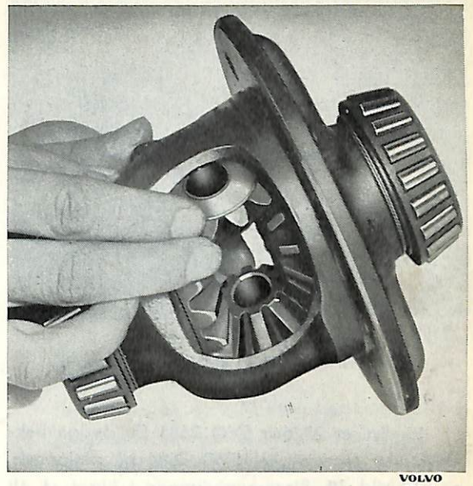

Bild 37. Montering av differentialhjul
1. Lägg in de stora differentialhjulen med tryckbrickor i differentialhuset. "Rulla" därefter in de båda mindre hjulen jämte de skålformiga tryckbrickorna (båda hjulen samtidigt), se bild 37.